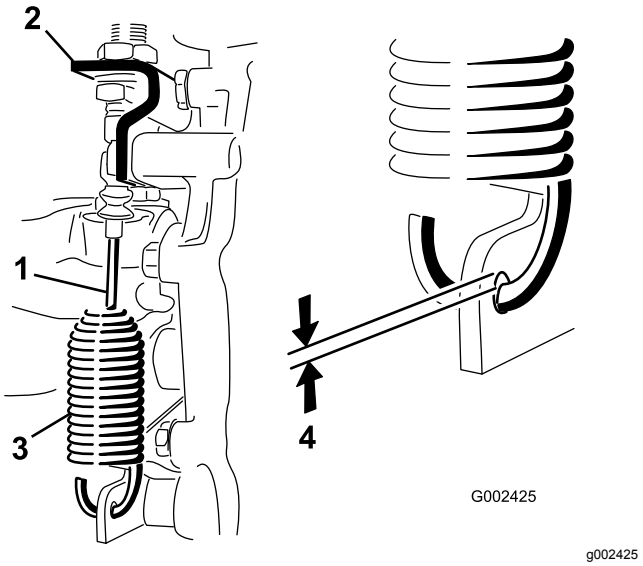

Figuur 54
2. Draai de contramoeren los waarmee de kabel van de differentieelvergrendeling vastzit aan de beugel op de transaxle (Figuur 54).